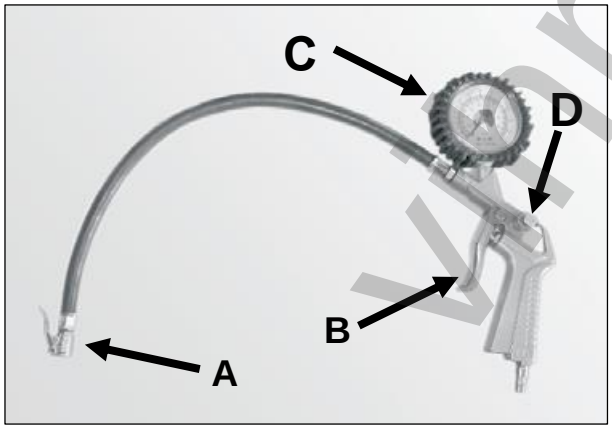
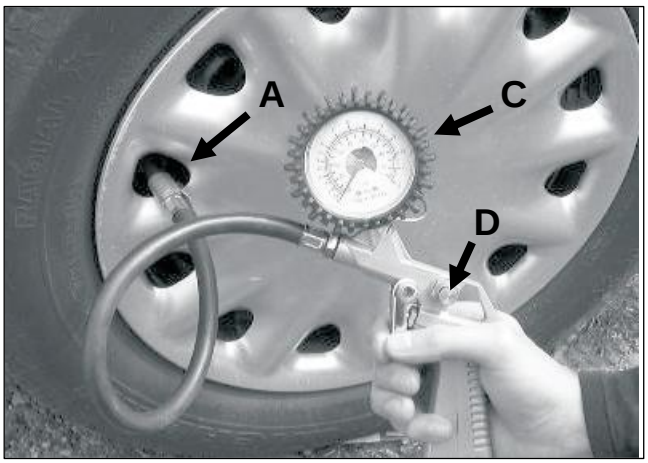

Рис. 13.
Рис. 15.
2. При накачивании автомобильных и большинства велосипедных шин к шлангу не требуется подсоединять никаких дополнительных переходных устройств (рис. 13). Нажмите на язычок **A** и подсоедините шланг непосредственно к шине, надев штуцер на ниппель (рис. 15) и отпустив язычок.
4. Нажав на рычаг **B**, начинайте надувать шину, следя за показаниями манометра **C** (рис. 15). Если давление оказалось больше требуемого, шину можно слегка сдуть, нажав на кнопку **D** (рис. 15).